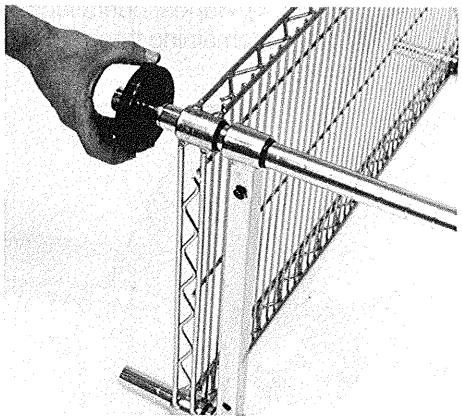

FIG. 2
5. Lay the unit on its long side and slide a 3 1/2″ donut bumper onto the bottom of each post (Fig. 2).